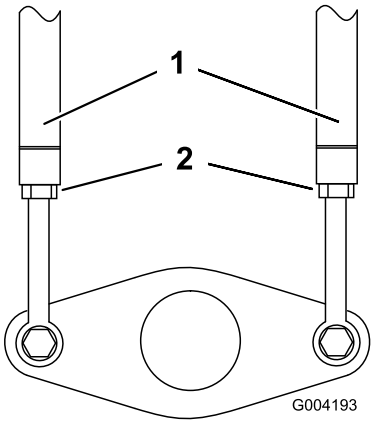

Figur 54
3. Lossa kontramuttrarna på drivstängerna, under reglagepanelen (Figur 54).